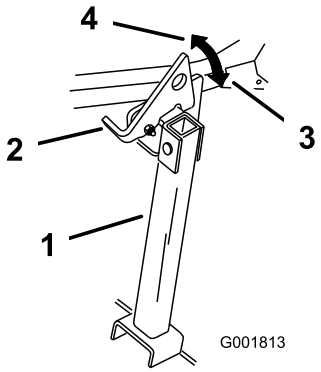

Figuur 43
2. Zet de vergrendeling omhoog in de ontgrendelde stand (Figuur 43).